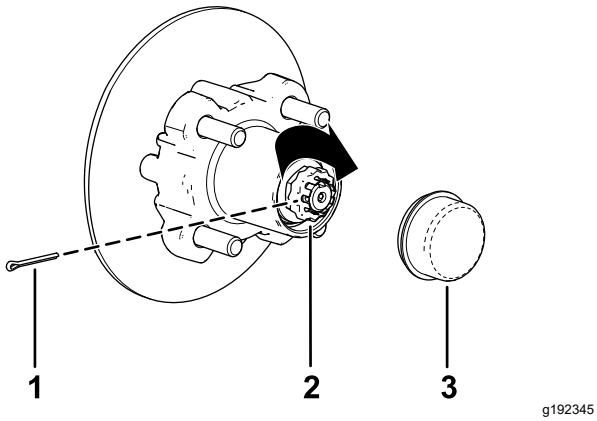

Figur 38
8. Monter holderen over mutteren og sjekk at sporet i holderen er innrettet med hullet i spindelen for hårnålssplinten (Figur 38).
9. Monter hårnålssplinten og bøy begge beina rundt holderen (Figur 38).
10. Monter støvkoppen på navet (Figur 38).